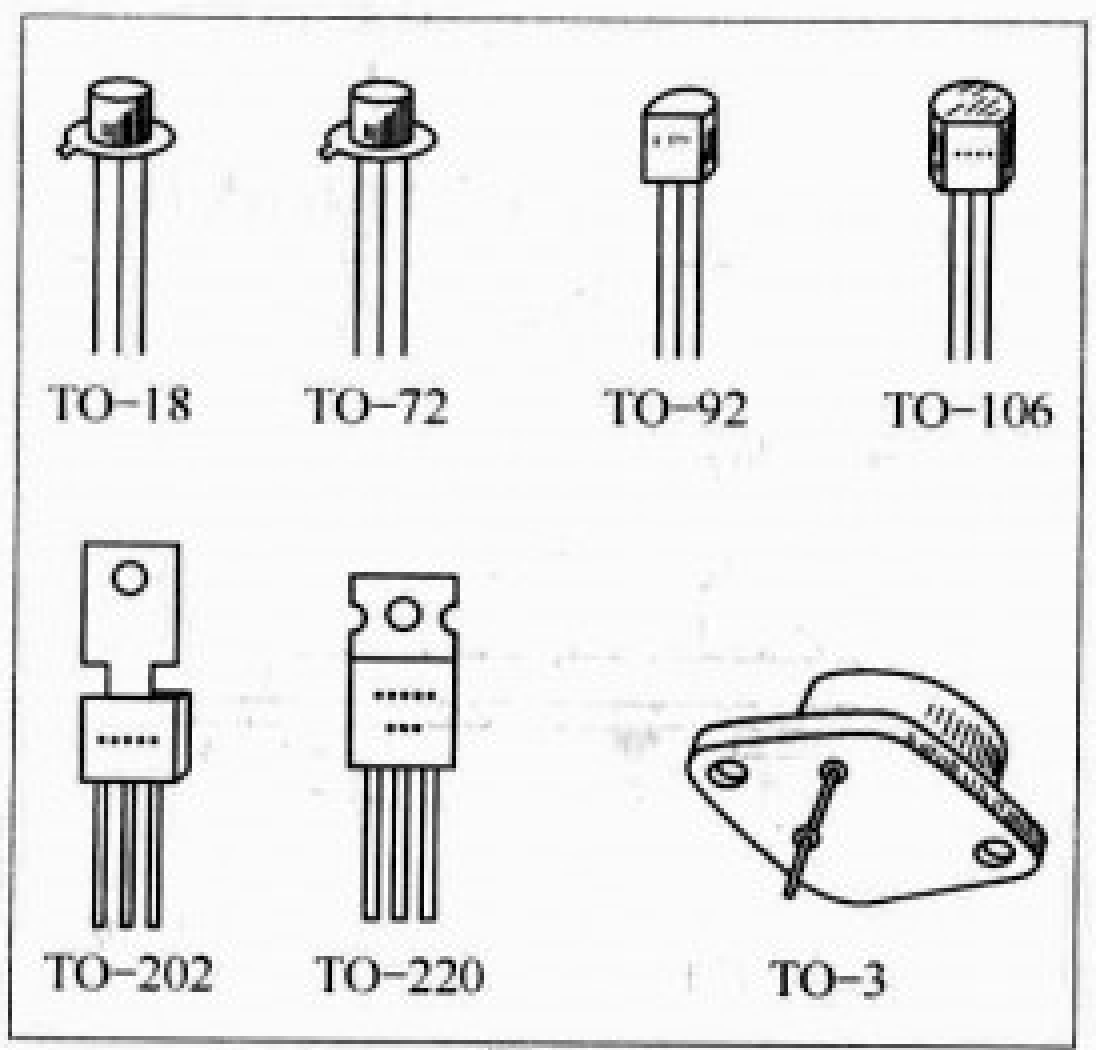

图14
2.从封装形状上看，场效应管的封装形状主要有TO−18型、TO−72型、TO−92型、TO−106型、TO−202型、TO−220型和TO−3型等，如图14所示。